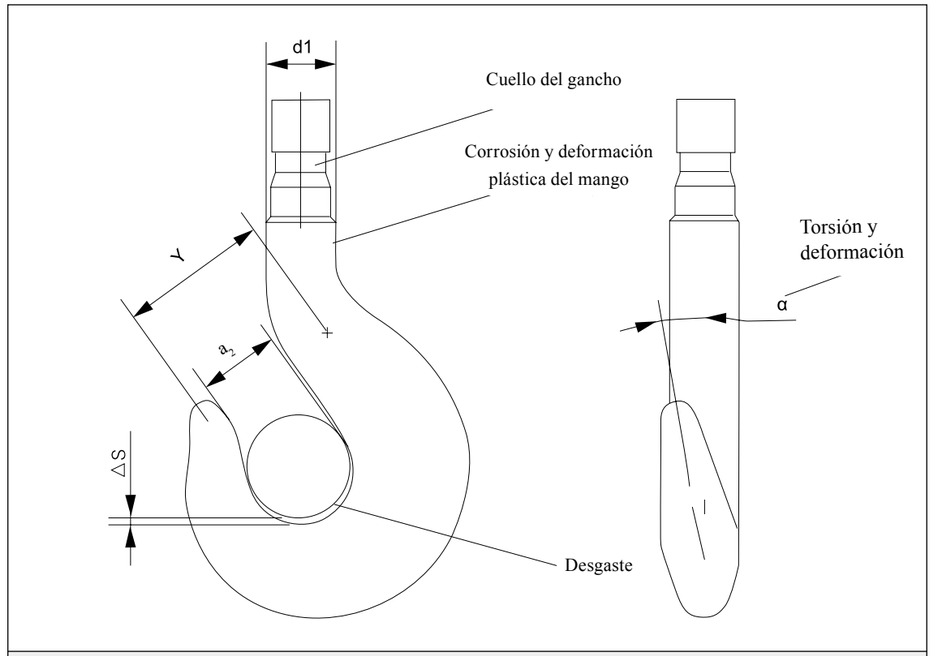

Figura 10-1 Figura sobre el desgaste del gancho
- Examina la longitud medida, es decir el valor y(la figura 10-1), el valor supera a 10% del tamaño básico antes del uso, debe desechar.
- Examina la deformación torsionada del gancho, cuando el ángulo torsionado del gancho α (figura 10-1) supera a 10º, debe desechar.
El desgaste del gancho △ S (figura 10-1) no debe superar a 5% del tamaño básico, si no, debe desechar.
- El tamaño corrosiva del diámetro del mango d1 (figura 10-1) no debe superior al 5% del tamaño básico, si no, debe desechar.
c. Otros ganchos deben examinar el valor y sobre la longitud de la medición(la figura 10-1), y el valor supera a 10% del tamaño básico antes del uso, debe desechar el gancho.